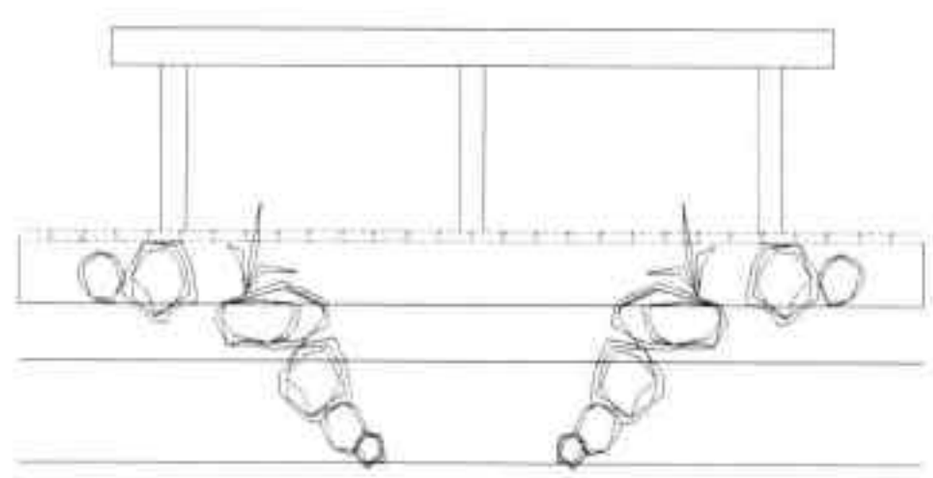

图20-90 镜像石块和植物
Step 10 执行“镜像”命令，镜像出另一侧的石头和植物，如图 20-90 所示。